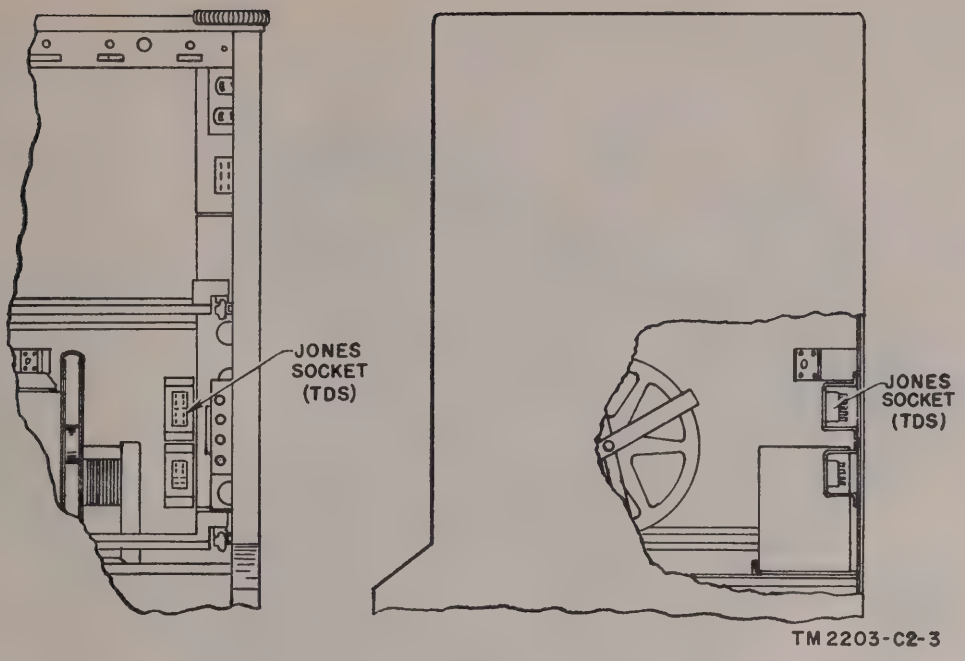
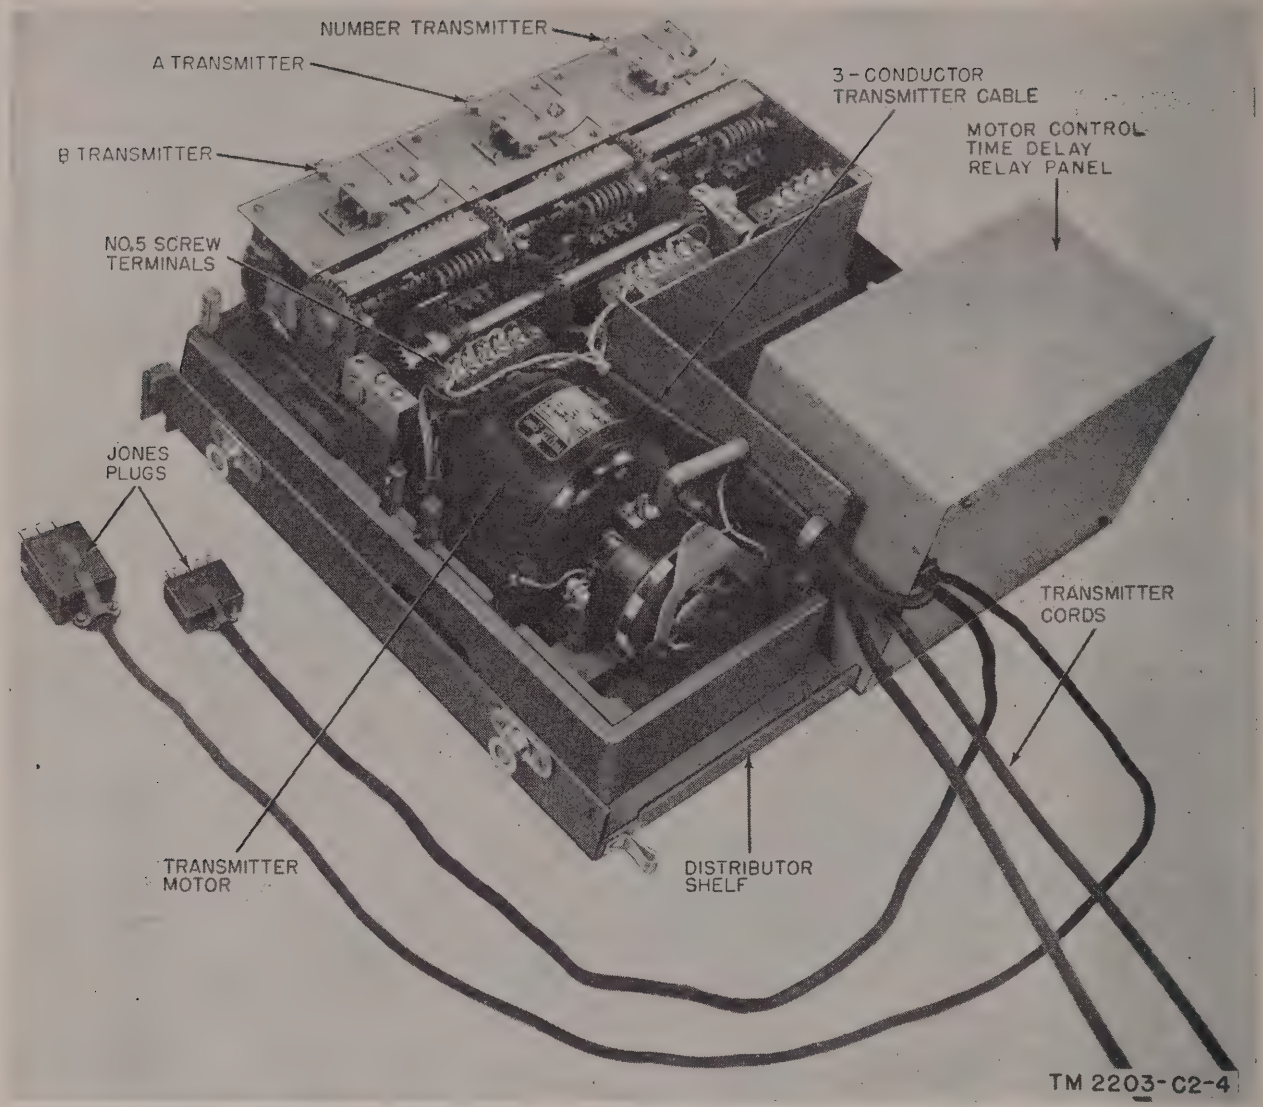

Figure 18.1 (Added) *Teletypewriter Set AN/TGC–1B, showing location of Jones socket TDS.*
Figure 18.2 (Added) *Teletypewriter Set AN/TGC–1B, multiple transmitter, showing location of motor-control, time-delay relay panel, and associated cords.*
c.1 (Added) When installing Teletypewriter Set AN/TGC–1B, place the motor-control, time-delay relay panel on the distributor shelf behind the number transmitter and fasten it underneath with the metal strap provided. Plug Jones plugs TDP and MCP (fig. 18.2) into their respective outlets, TDS and MCS (figs. 18.1 and 20.1). Open the lid on the top of the transmitter distributor and run in the three-conductor transmitter cable next to the other transmitter cords. Connect the three leads under the No. 5 screw terminals of each transmitter (figs. 18.2 and 126.2).